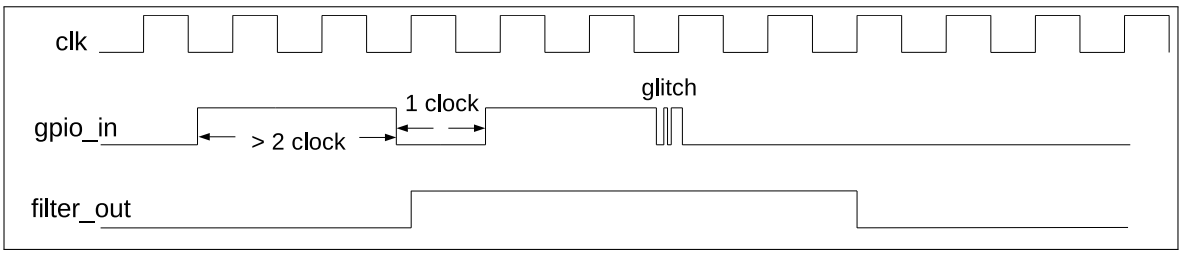

Figure 6.4-2. GPIO Filter Timing of GPIO Input Signals
2. Optionally enable the GPIO Filter for pin input signals by setting IO_MUX_GPIO*x*_FILTER_EN. Only the signals with a valid width of more than two clock cycles can be sampled, see Figure 6.4-2.